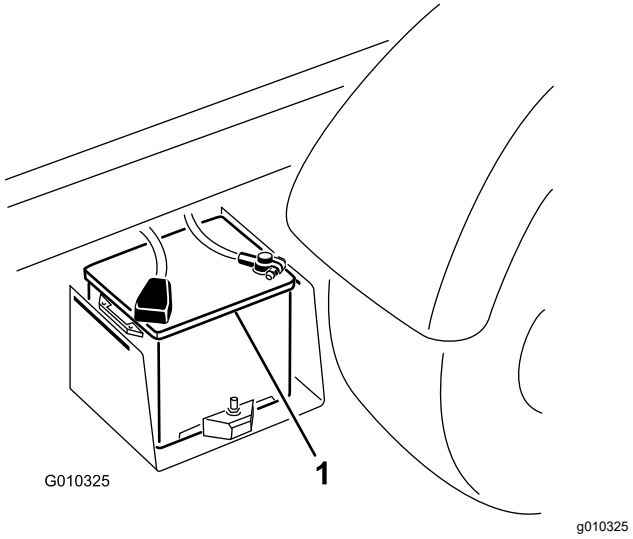

Figuur 43
2. Sluit een startkabel aan tussen de positieve polen van de 2 accu's (Figuur 43).